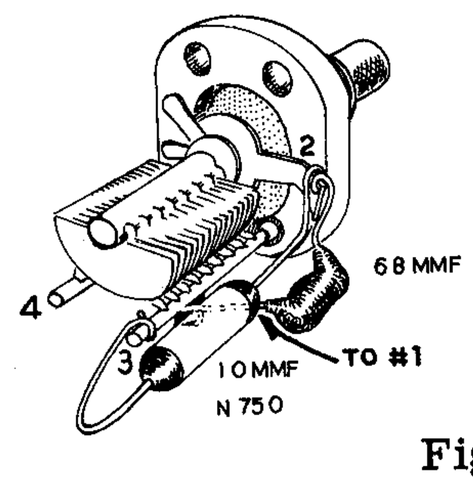

Figure 2B
( ) Locate the three small 15 mmf midget variable capacitors. On one capacitor connect a 68 mmf small mica capacitor between the stator solder lug 1 on the ceramic end of the capacitor (S1) and the rotor solder lug 2 (NS). See Figure 2B.
( ) On the remaining 15 mmf variable capacitor, the one with the 68 mmf capacitor previously installed, connect a 10 mmf N750 capacitor between the projecting end of the stator bar 3 (S1) and the rotor lug 2 (NS). Notice that about 1/4" extra lead length is used on this N750 capacitor compared to the two just mounted. See Figure 2B.